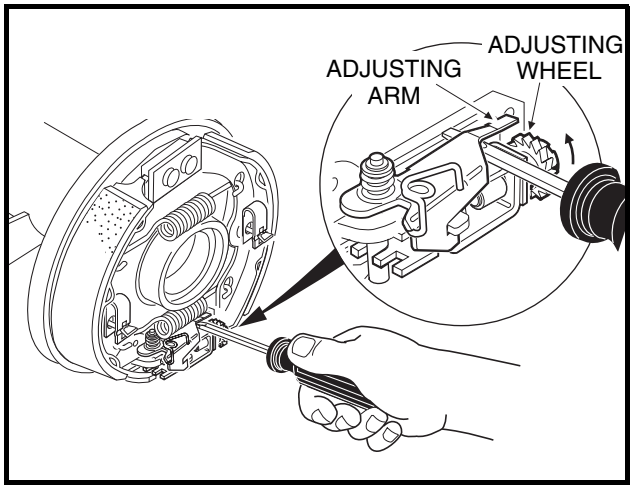

Figure 6-17 Turn Adjusting Wheel (Self-Adjusting Brakes)
6. Place a flat blade screwdriver under the adjusting arm and raise arm off of the adjusting wheel. While holding the arm up, turn the wheel upward until it stops **(Figure 6-17, Page 6-7)**. Remove the screwdriver. **See following CAUTION.**